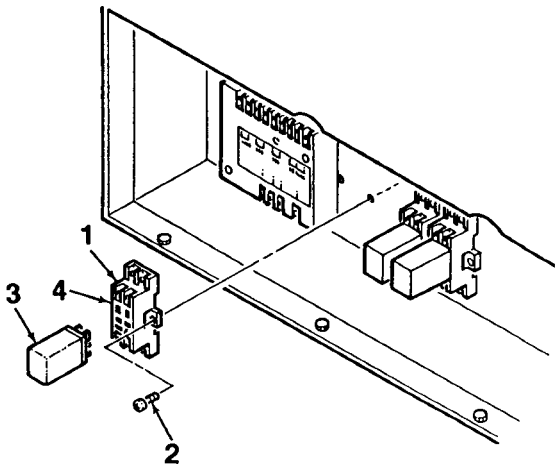

Figure 4-15. Control Box Relays
2. Remove holdown springs (4, Figure 4-15) to release relays (3) from relay sockets (1).
1. Mate relay sockets (1, Figure 4-15) to rear wall of control box. Secure using screws (2) and nuts (3).
3. Insert relays (3) into relay sockets (1). Secure using holdown springs (4).